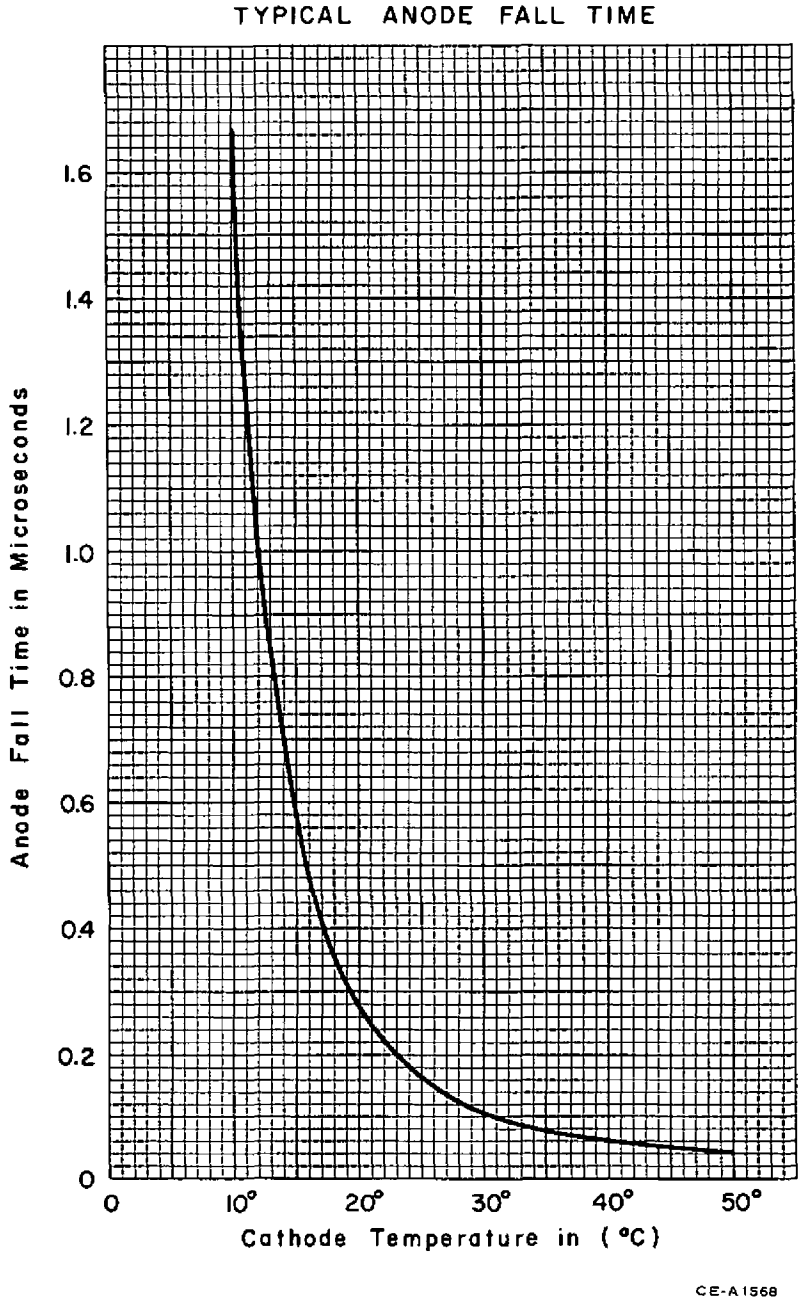

FIGURE 2
4. Rise time depends on circuit natural frequency up to about 0.5 Mc. At higher frequencies the anode voltage fall time (Figure 2) becomes a factor. The inductance of the tube is approximately 0.04 microhenry.